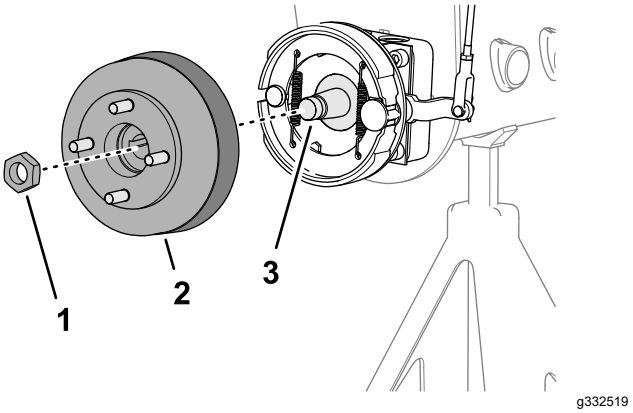
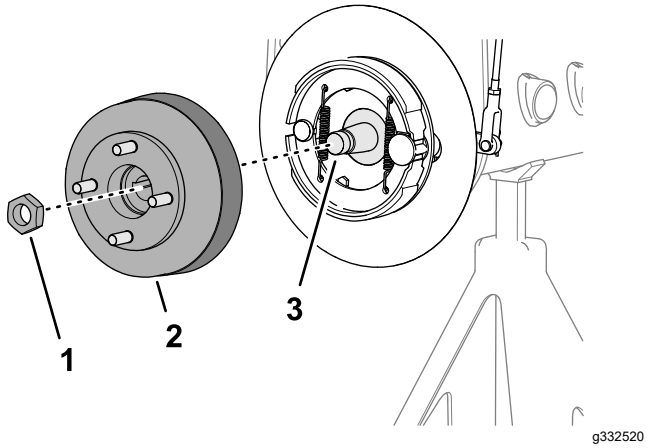

Figur 61
Figur 62
1. Fjern låsemutteren som fester navet til hjulmotorakselen (Figur 61 eller Figur 62).
4. Bruk den spesifiserte hjulnavtrekkeren for å fjerne hjulnavet og bremsetrommelen fra hjulmotorakselen (Figur 61 eller Figur 62).